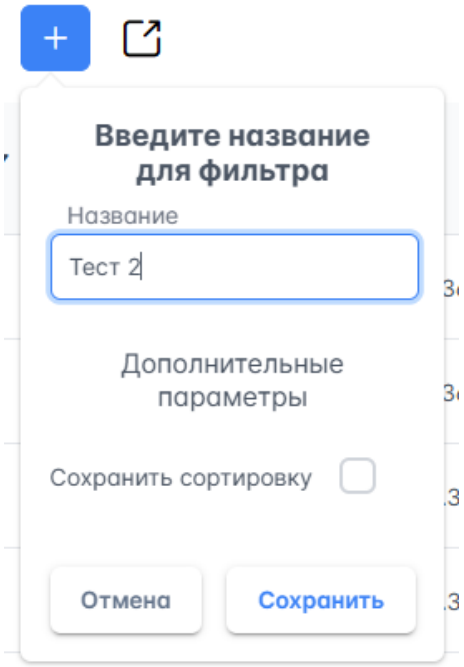

Рисунок 22 – Добавление нового фильтра
1) Если к таблице данных не применён ни один фильтр, нажать на панели инструментов таблицы данных. Если к таблице данных применён фильтр, то сначала необходимо отменить применение фильтра, нажав по названию применённого фильтра, а затем нажать на . Откроется диалоговое окно (рисунок 22).